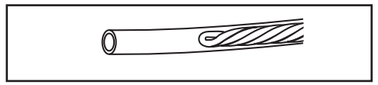

Rysunek 3. Położenie drutu usztywniającego w cewniku
10. Cofnąć drut usztywniający do położenia przynajmniej 1 cm wewnątrz cewnika (Rysunek 3).